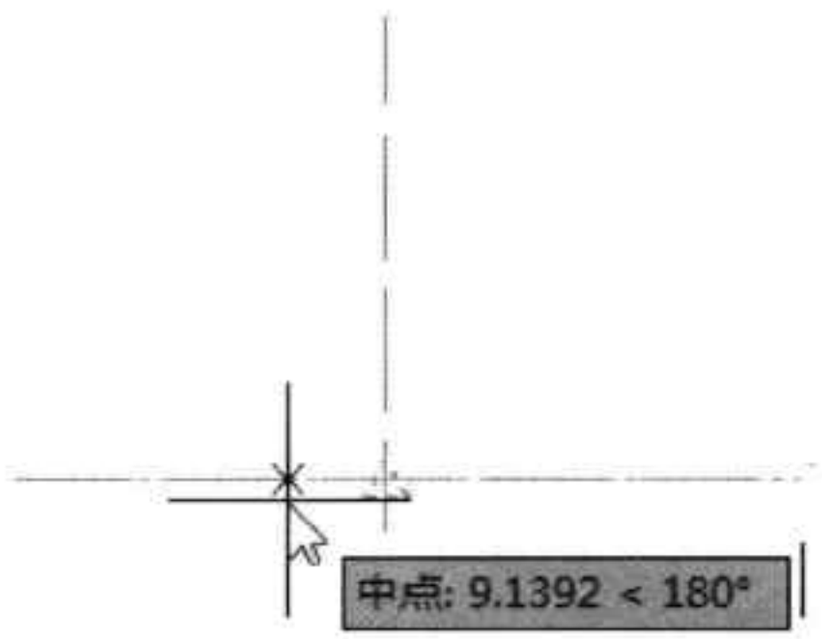

图21-20 绘制矩形
Step 05 单击“图层”下拉按钮，在下拉列表中选择“实线”层，将其置为当前层。执行“矩形”命令，在距辅助线的交点大约 9 个单位的地方，指定矩形角点，如图 21-20 所示。